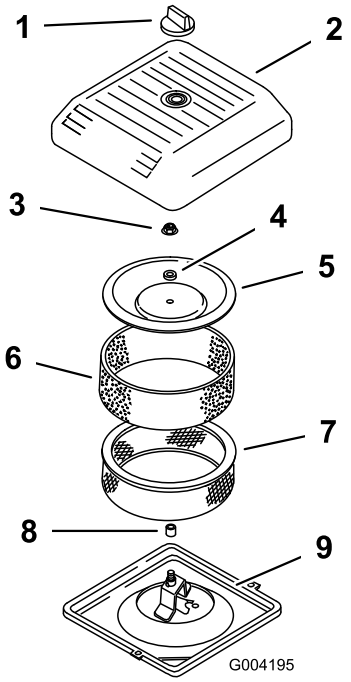

Figur 44
3. Skruva av ratten och ta bort luftrenarkåpan (Figur 44).
4. Skjut försiktigt bort skumförfiltret från pappersinsatsen (Figur 44).
5. Skruva bort kåpans mutter och ta bort kåpan, distansbrickan och pappersfiltret (Figur 44).
2. Sätt dit luftrenaren på luftrenarbasen (Figur 44).
3. Montera kåpan och distansbrickan, och fäst kåpan med kåpmuttern (Figur 44). Dra åt muttern till ett moment på 11 Nm.
4. Sätt tillbaka luftrenarkåpan och dra åt den med ratten (Figur 44).